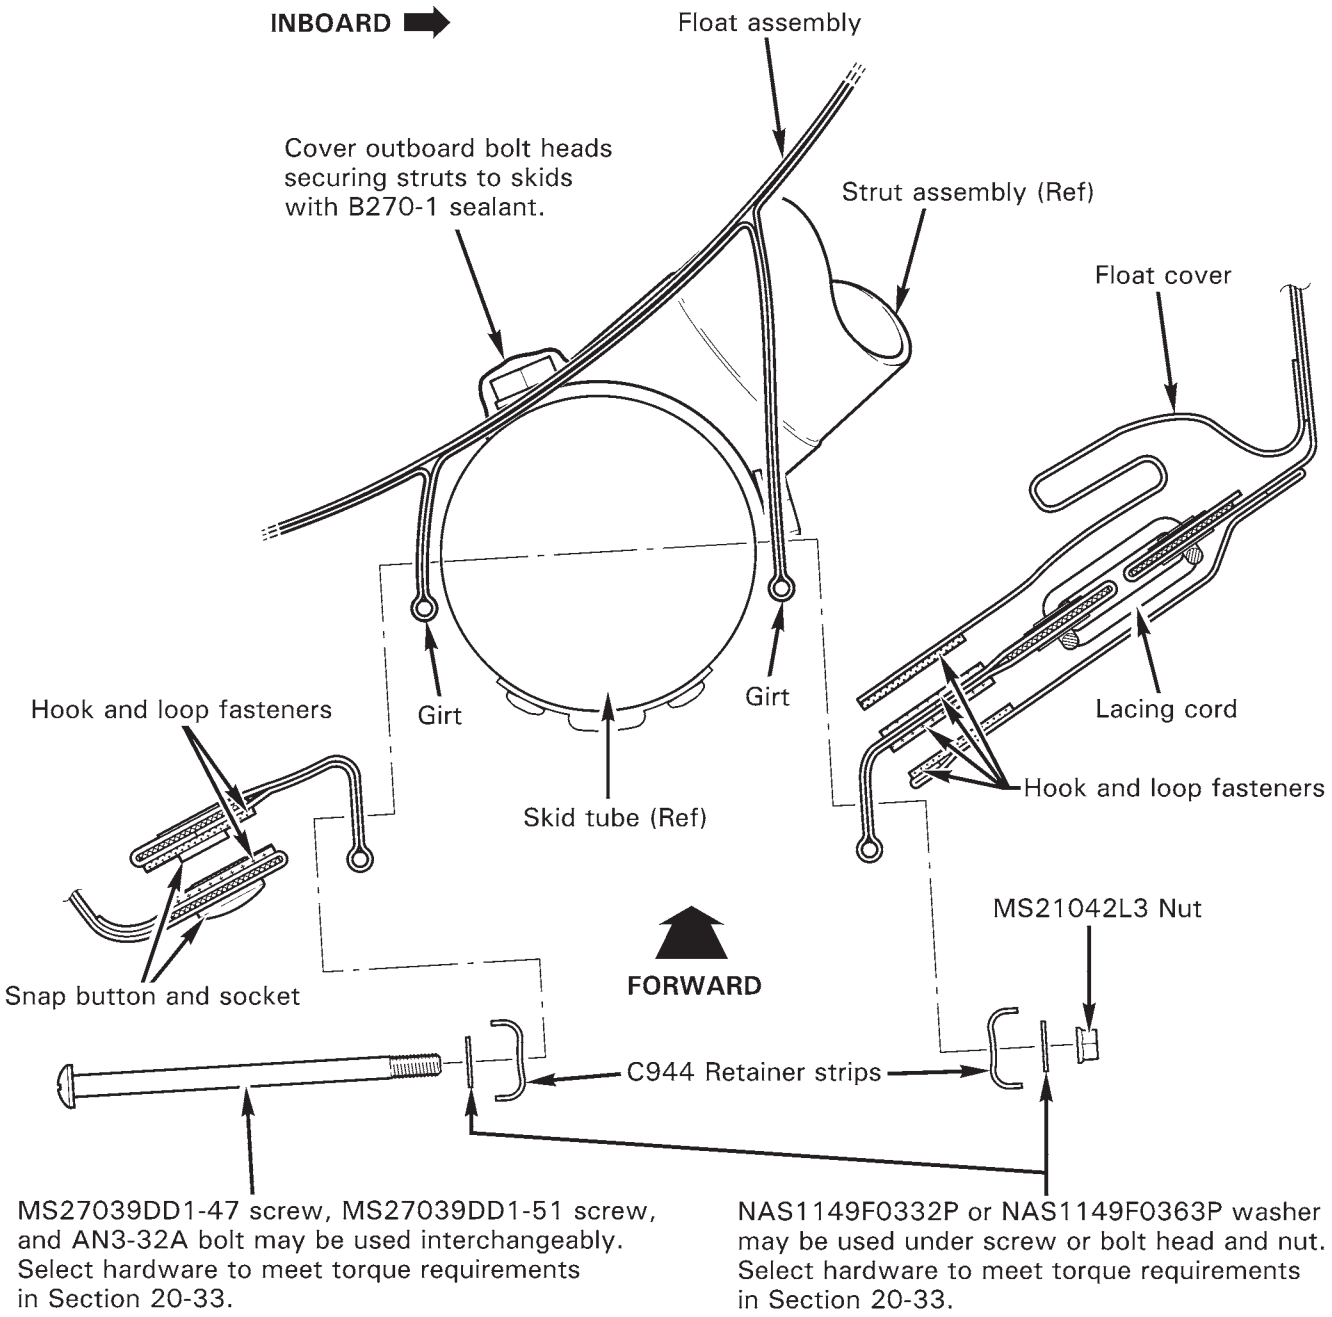
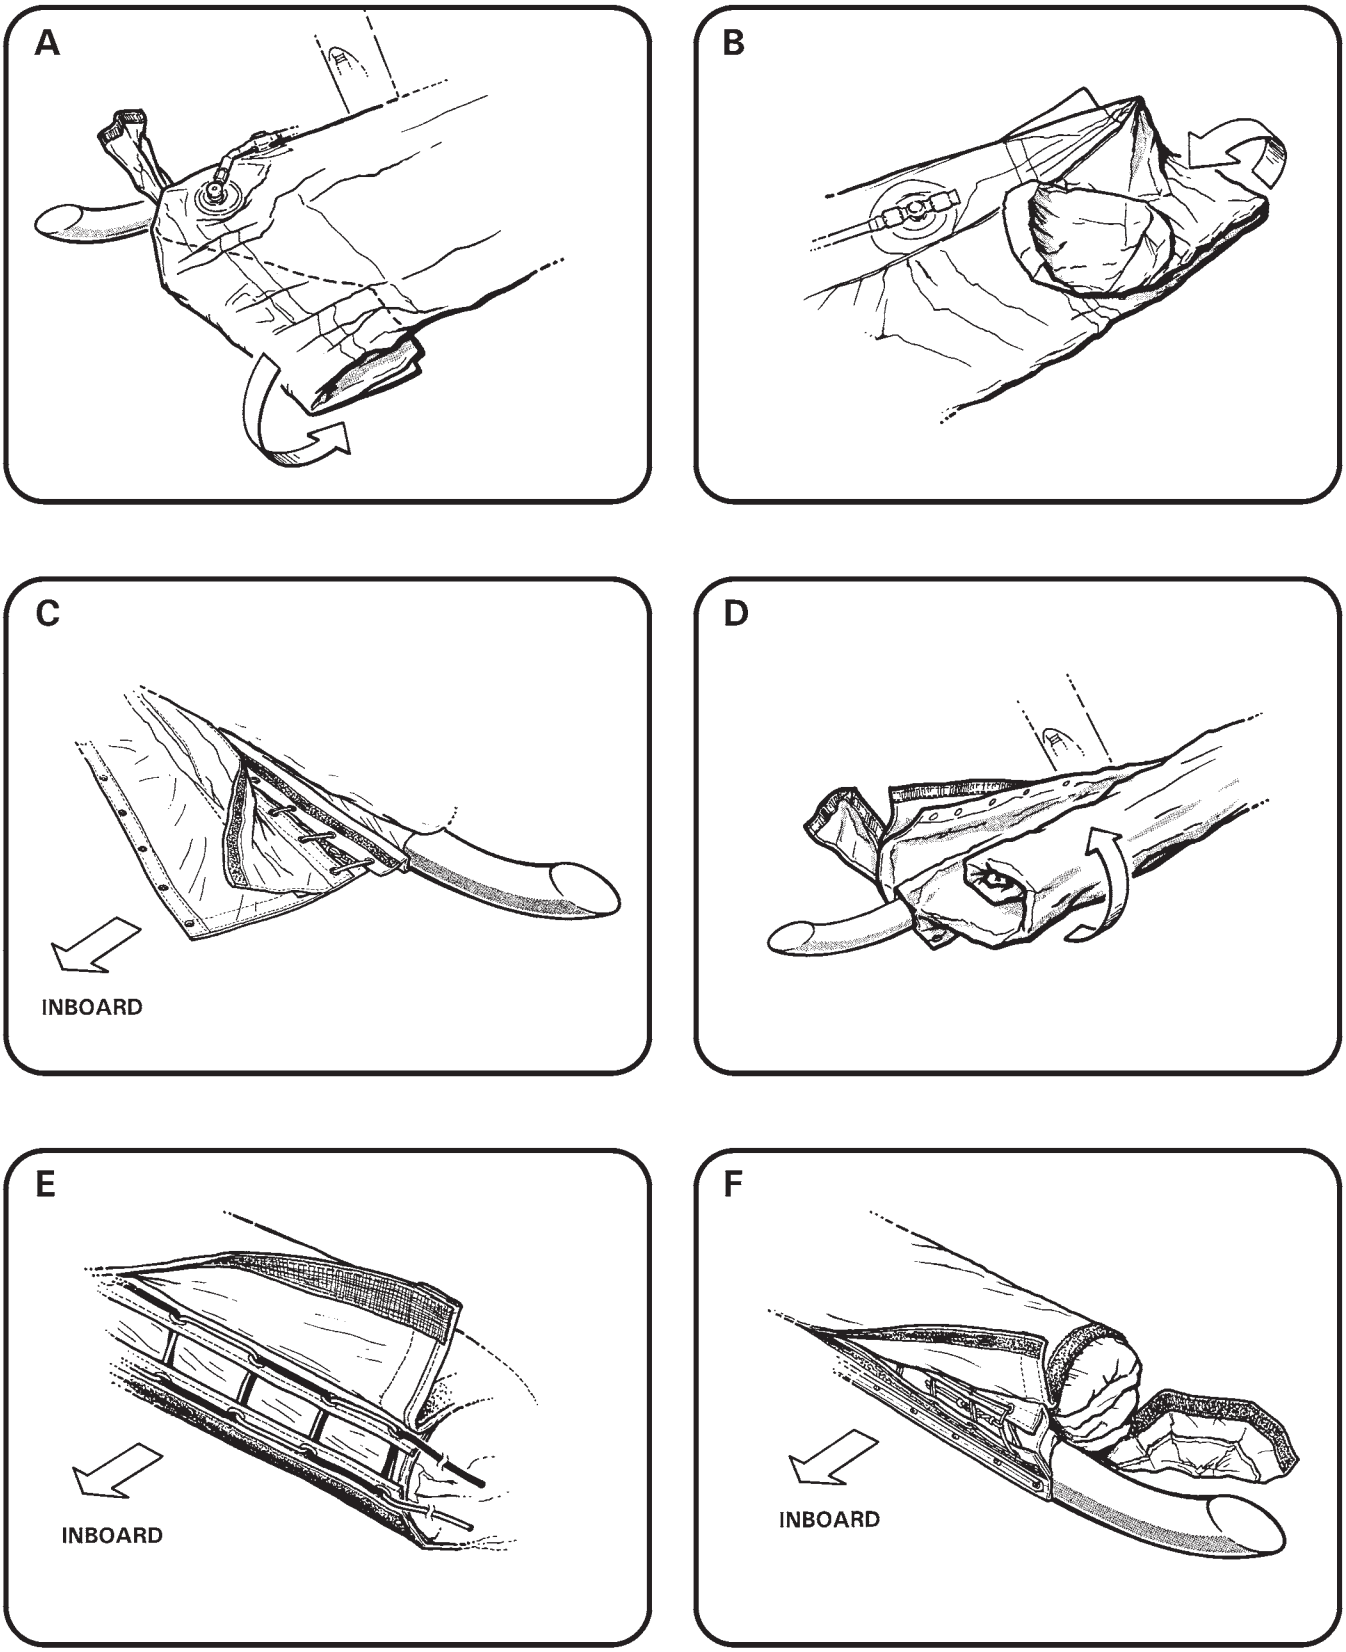

FIGURE 32-7 POP-OUT FLOATS FLOAT INSTALLATION
FIGURE 32-8 POP-OUT FLOATS FLOAT PACKING
Refer to R66 Illustrated Parts Catalog (IPC) Figure 32-7.
3. Refer to Figure 32-7. Detach float cover hook and loop tape inboard of skid and loosen lacing.
1. Refer to Figure 32-7. Verify (outboard) bolt heads securing struts to skids are covered with B270-1 sealant. Apply additional sealant as required.
4. Refer to Figure 32-7 and Figure 32-8 Detail A. At girt forward edges, fold float perpendicular to skid tube; tuck material under and aft of float as shown.
5. Refer to Figure 32-8 Detail B. At girt aft edges, fold float perpendicular to skid tube; lay material over and forward of float as shown.
6. Refer to Figure 32-8 Detail C. Loosen lacing cords securing float cover to inboard girt. Detach, align, and secure inboard hook and loop fasteners.
7. Refer to Figure 32-8 Detail D. Align hoses and valve cover flaps. Roll float from outboard edge toward skid tube, as tightly as possible. Hold float on top of skid.
9. Refer to Figure 32-8 Detail E. Verify lacing cords are installed in cover grommets in crossover ("ladder" lacing) method shown. Tighten cords starting at the aft skid extension working forward: at each segment, pull cords tight or until material edges join, but do not overtighten near valves. Tie cord ends in double square knots (4 alternating overhand knots).
10. Refer to Figure 32-8 Detail F. Tuck-in cord ends and secure hook and loop fasteners. Secure hook and loop fasteners at end caps.